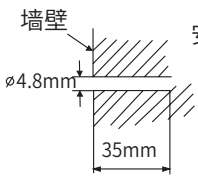
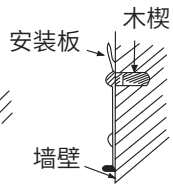

图3
图4
- 如图3所示在墙上钻一个孔，如图4所示用螺钉和相配的木楔把安装板牢固安装。